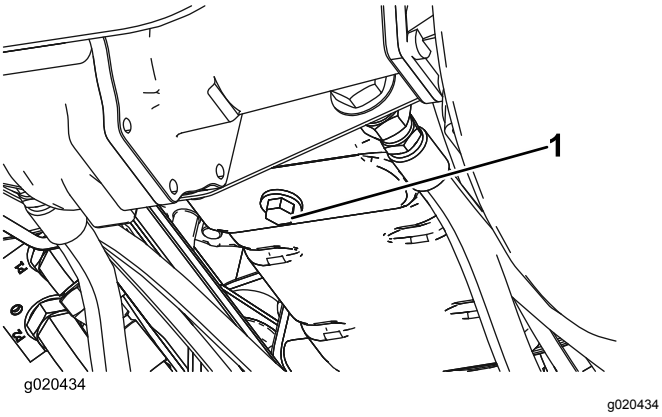

**Figur 74**
1. Fjern aftapningsproppen (Figur 74), og lad olien flyde over i aftapningsbeholderen. Når al olien er drænet, skal aftapningsproppen monteres.